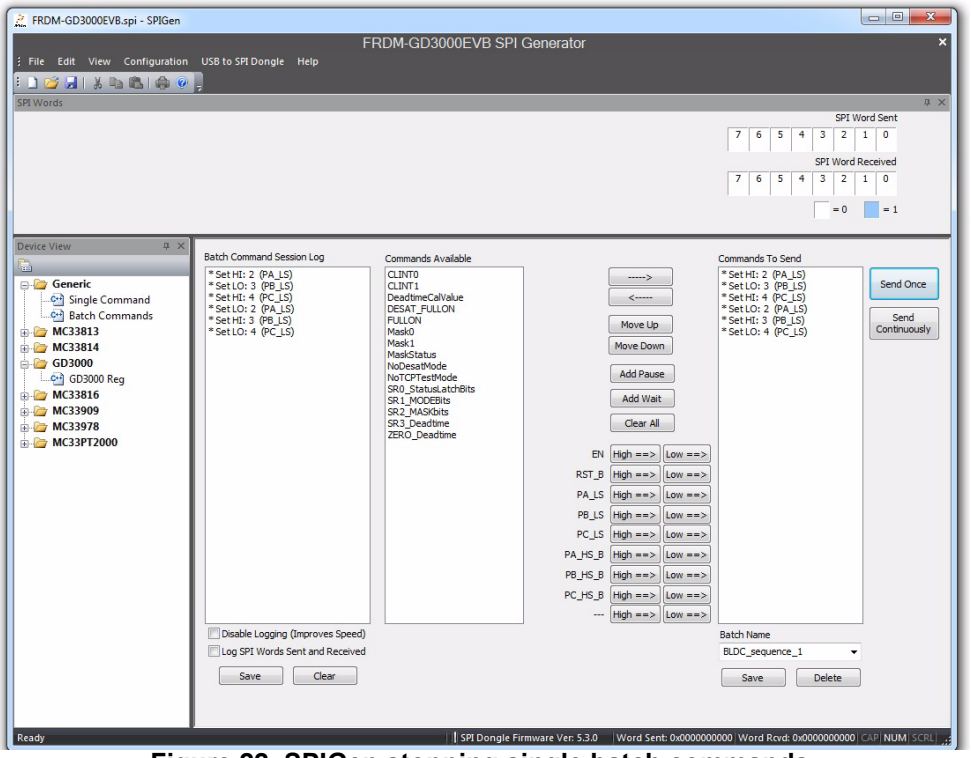
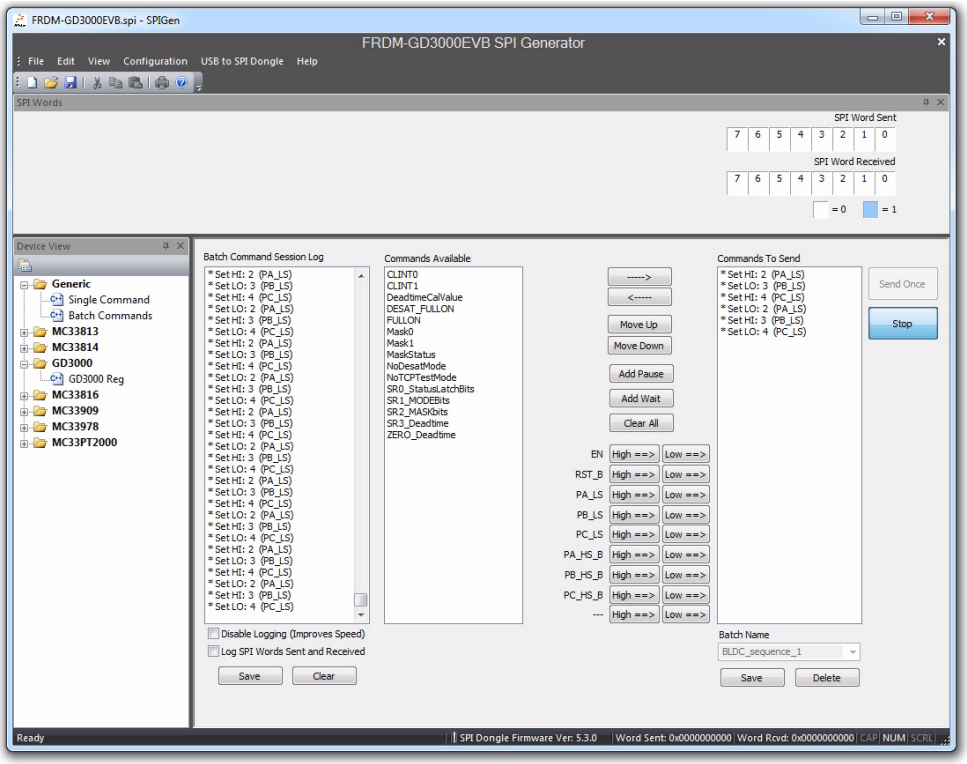

Figure 22. SPIGen stopping single batch commands
Figure 23. SPIGen stopping batch commands
5. The **Send Once** operation stops automatically when the batch commands have been sent once (Figure 22). If **Send Continuously** is selected, the batch command sequence must be stopped manually (Figure 23).